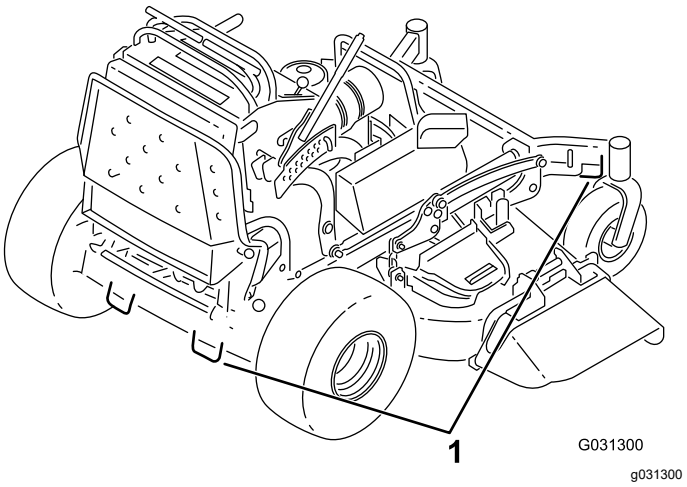

Figura 32
7. Amarre la máquina junto a las ruedas giratorias delanteras y el guardabarros trasero con correas, cadenas, cables o cuerdas (Figura 32). Consulte la normativa local respecto a los requisitos de amarre.